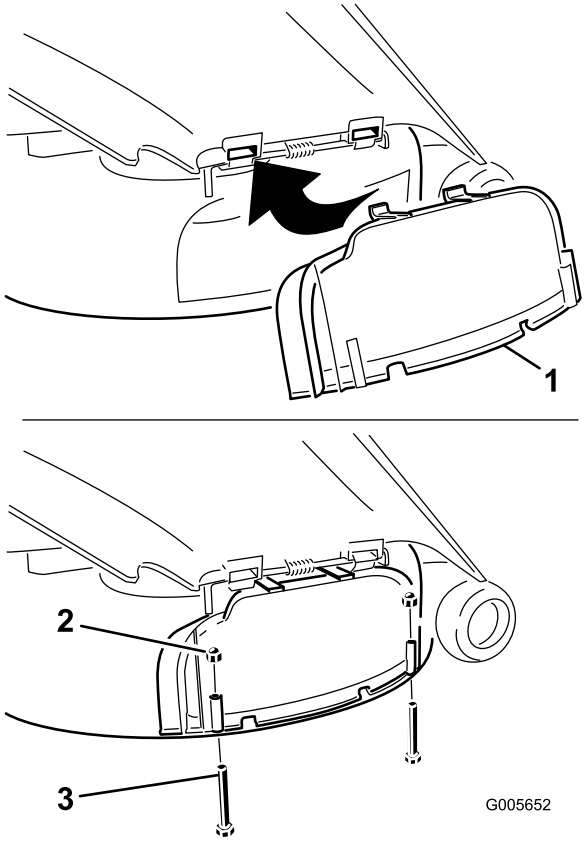

Figur 28
3. Lyft upp gräsriktaren och trä flikarna på ovansidan av utkastarluckan under gräsriktarens hållarstång. Vrid ner utkastarluckan över öppningen och på den undre kanten på klipparen (Figur 28).
4. Fäst utkastarluckan på klipparens undre kant med två skruvar (1/4 x 2 1/2 tum) och två hattmuttrar (1/4 tum) i enlighet med Figur 28.